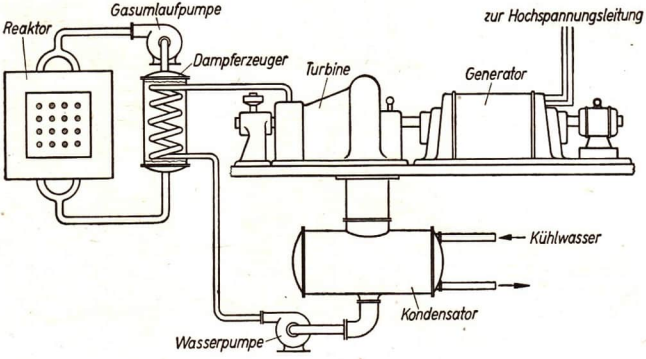

Abb. 246/1. Schematische Darstellung eines Reaktorkraftwerkes (stark vereinfacht)
4. Das Reaktorkraftwerk. Man gewinnt beim Atomreaktor Energie durch die Ausnutzung der bei der Uranspaltung entstehenden Wärme. Durch die Kühlmittel wird diese Wärme einem sogenannten *Wärmeaustauscher* (Dampferzeuger) zugeführt (Abb. 246/1). Da das aus dem Reaktor kommende Kühlmittel radioaktiv ist, kann es nicht unmittelbar zum Antrieb von Wärmekraftmaschinen verwendet werden. Deshalb ist noch ein zweiter, vom ersten getrennter Kreislauf notwendig, in dem zugleich hochgespannter Wasserdampf entsteht. Über eine Turbine und einen Generator wird dann elektrische Energie erzeugt. Sie ist das Endglied mehrfacher Energieumwandlungen: